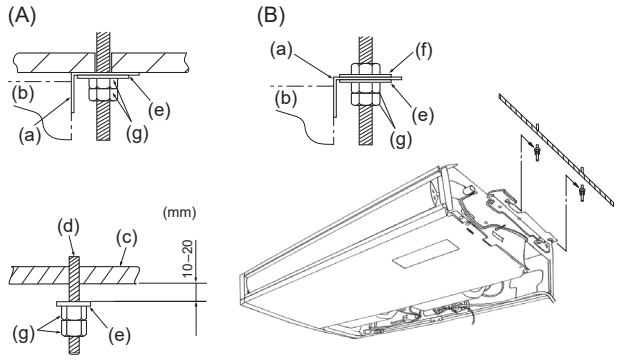

Fig. 3-5
3.3. Installazione della sezione interna (Fig. 3-5)